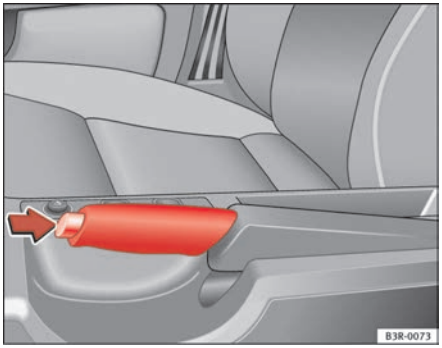

Fig. 141 Detail of the centre console: Handbrake applied
– Pull the lever up slightly and *at the same time* press in the release button ⇒ fig. 141 -arrow-.